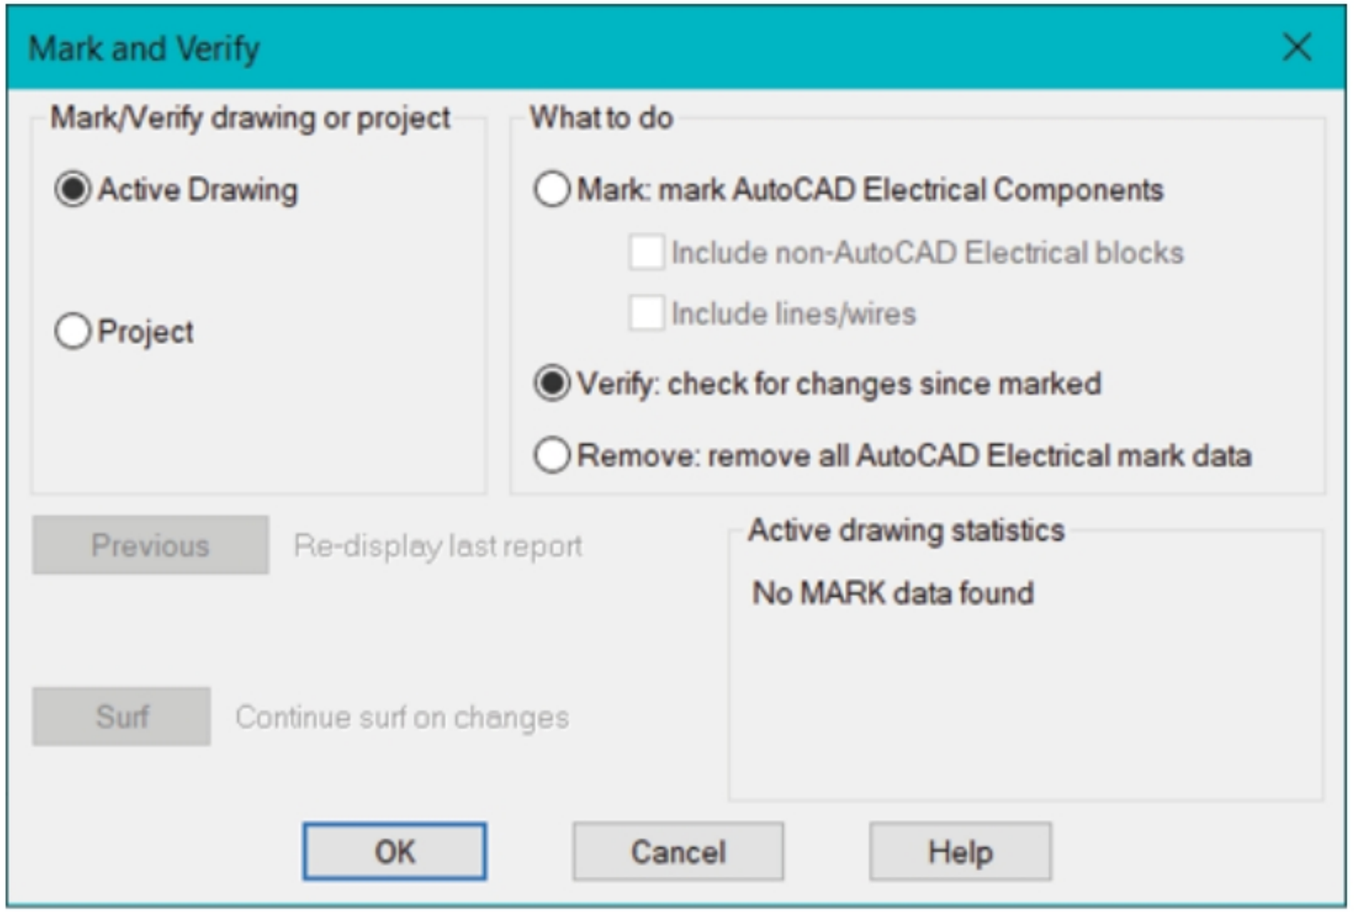

Figure-57. Mark and Verify dialog box
- Click on the **Mark/Verify DWGs** tool from the **Project Tools** panel in the **Project** tab of **Ribbon**. The **Mark and Verify** dialog box will be displayed; refer to Figure-57.